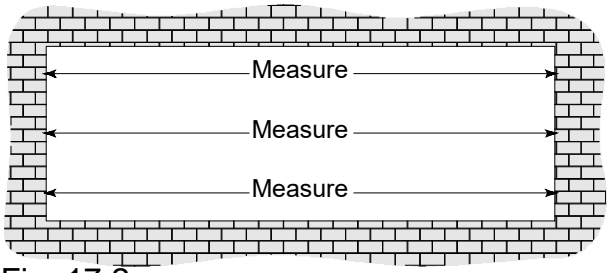

Fig. 17.2
B. Measure the width of the opening at the top, middle and bottom. Select the smallest of these dimensions and subtract the left and right caulk joint width per approved shop drawings (1/2" min at each jamb). SEE Fig. 17.2.